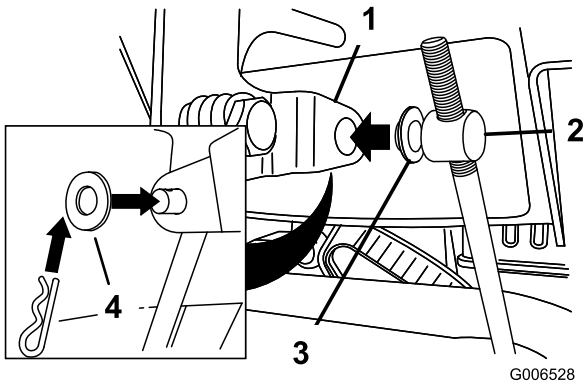

Bild 11
3. Entfernen Sie den Splint und die äußere Scheibe vom Drehzapfen am oberen Ende des Geschwindigkeitseinstellgestänges (Bild 11).
Hinweis: Lassen Sie die Flachscheibe auf dem Drehzapfen, um den Einbau zu vereinfachen (Bild 11).
6. Heben Sie das Geschwindigkeitseinstellgestänge an und setzen Sie den Drehzapfen in das Loch im Geschwindigkeitsschalthebel (Bild 11).
B. Schließen Sie den Drehzapfen vom Geschwindigkeitsschalthebel ab (Bild 11).
C. Drehen Sie den Drehzapfen auf der Geschwindigkeitsschaltstange nach unten (nach rechts) (Bild 11).
D. Schließen Sie den Drehzapfen am Geschwindigkeitsschalthebel an (Bild 11).